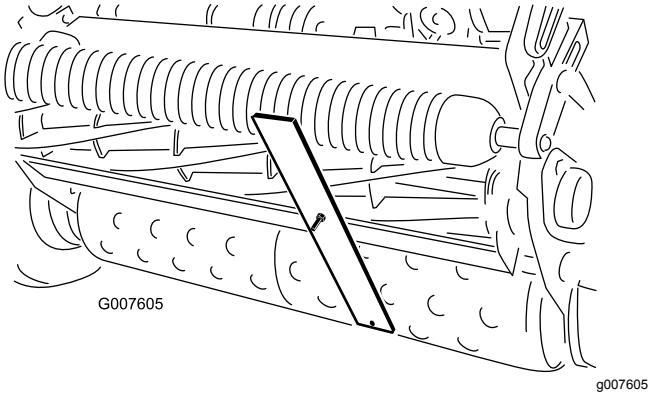

Figur 56
4. Hægt skruehovedet på bundknivens æg, og lad den bageste ende af stangen hvile på bagrullen (Figur 56).